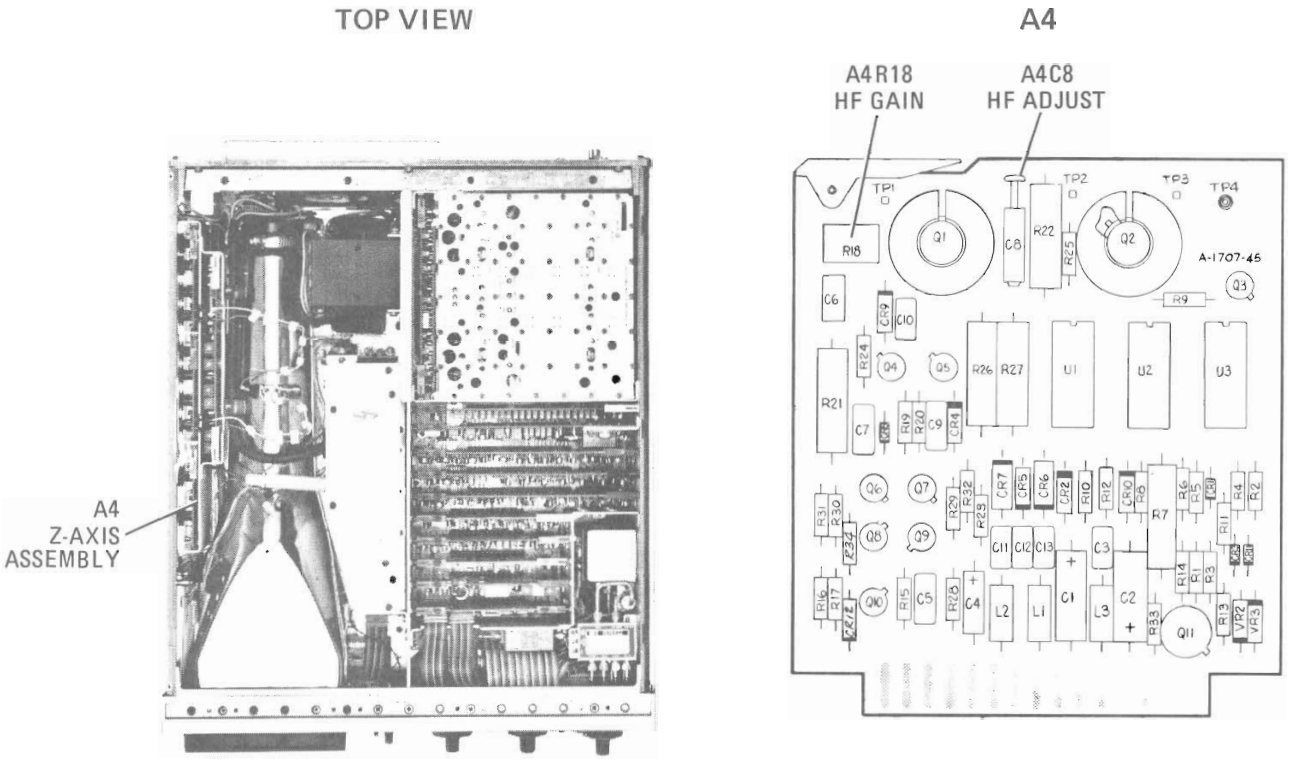
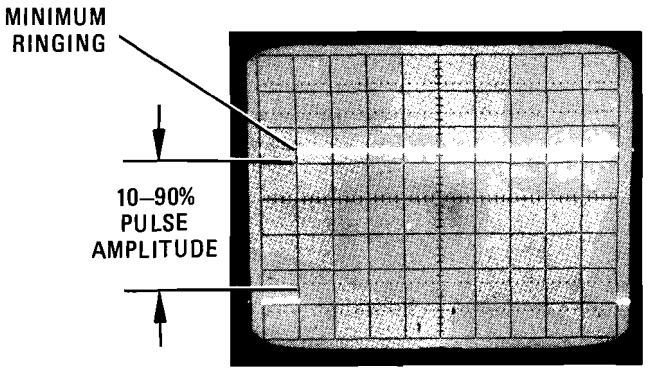

Figure 5-9. Z-Axis Gate Adjustment Locations
Figure 5-11. Z-Axis Gate Output Oscilloscope Display
f. Connect oscilloscope (Channel A) to A4TP3 GATE OUT (Figure 5-9).
g. Set oscilloscope controls for a Channel A display as shown in Figure 5-11.
h. Adjust A4C8 HF ADJUST and A4R18 HF GAIN (Figure 5-9) for an oscilloscope display with fastest rise time and minimum ringing (Figure 5-11). Check rise time between 10% and 90% of pulse amplitude. Rise time should be less than or equal to 50 nanoseconds.